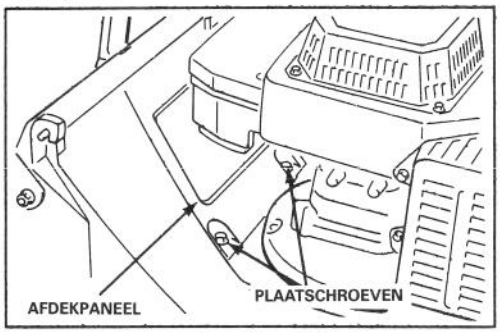

Afbeelding 28
2. De twee plaatschroeven (1,27 cm) waarmee het afdekpaneel aan de bovenkant van het maaihuis is bevestigd losdraaien en het afdekpaneel verwijderen (Afb. 28).